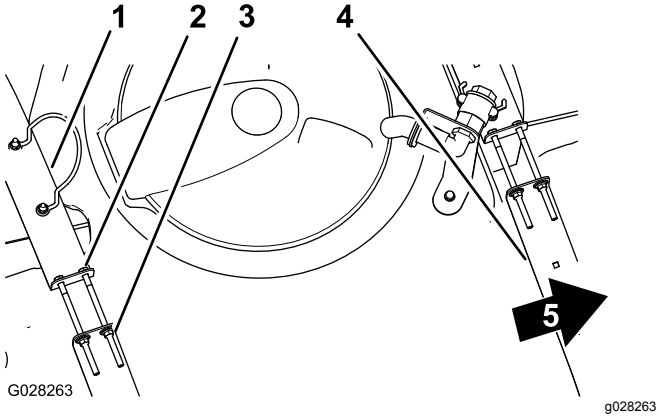

図 43
2. タンクとタンク固定ベルトとの間に、たるみができていないか点検する図 43。
3. ベルトにゆるみがある場合には、ベルトの上部にあるフランジロックナットとボルトを締めてベルトとタンクとが面一になるようにする図 43。